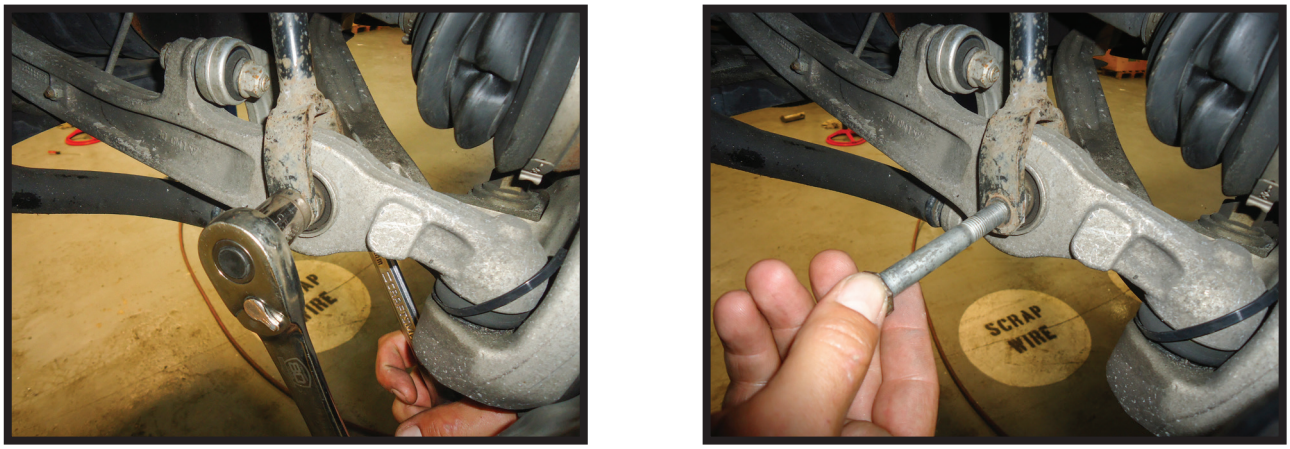

FIGURE 7
8. LOOSEN AND REMOVE THE LOWER MOUNTING NUT AND BOLT. (FIGURE 7)